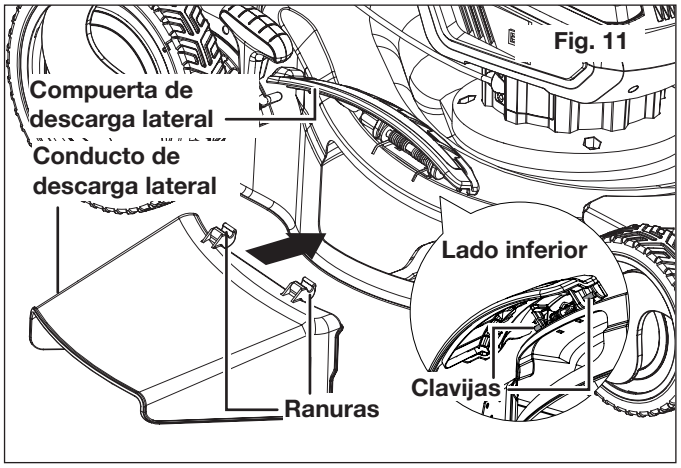

Fig. 11
2. Alinee las ranuras en el conducto de descarga lateral con las clavijas en el lado inferior de la compuerta, y enganche las ranuras en las clavijas (Fig. 11).